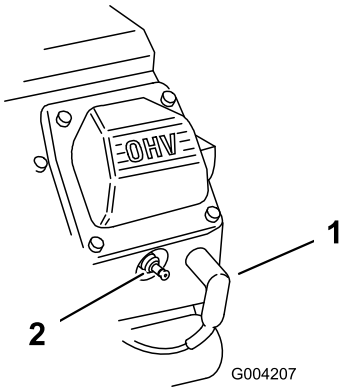

Figura 50
2. Puxe os cabos das velas (Figura 50).
3. Coloque os cabos nas velas de ignição (Figura 50).